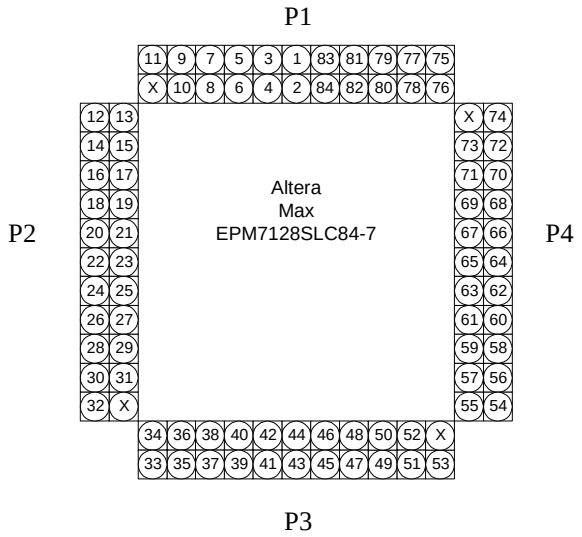

Figure 8
g. Wire the necessary wires from switches to the Altera pins and from the Altera pins to the output LEDs, 7-Segment Display, etc. Use the pin numbers you wrote down from step 7. Figure 8 shows the pin number for the Altera Chip.